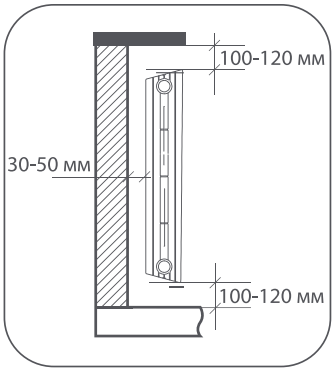

рис. 1
1. Для эффективной работы радиатора необходимо соблюдать монтажные расстояния, указанные на рис.1